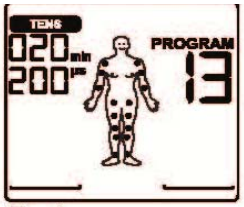

Fig. 4
8. Do not pull, twist or make sharp bends in the cables (Fig. 4).
Using the **UP/DOWN** buttons, select the desired treatment time. You can set a treat-ment time of between 5 minutes and 100 minutes (Fig. 4, example shows a treatment duration of 20 min). Confirm your selection with the **ENTER** button.